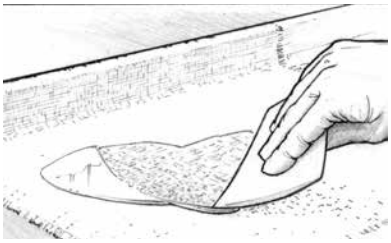

Figure 24 Spread the epoxy over the cloth surface with a plastic spreader.
5. Spread the epoxy over the cloth surface with a plastic spreader, working the epoxy gently from the pool into the dry areas (Figure 24). Use a foam roller or brush to wet out fabric on vertical surfaces. Properly wet out fabric is transparent. White areas indicate dry fabric. If you are applying the cloth over a porous surface, be sure to leave enough epoxy to be absorbed by both the cloth and the surface below it. Try to limit the amount of squeegeeing you do. The more you "work" the wet surface, the more minute air bubbles are placed in suspension in the epoxy. This is especially important if you plan to use a clear finish. You may use a roller or brush to apply epoxy to horizontal as well as vertical surfaces.